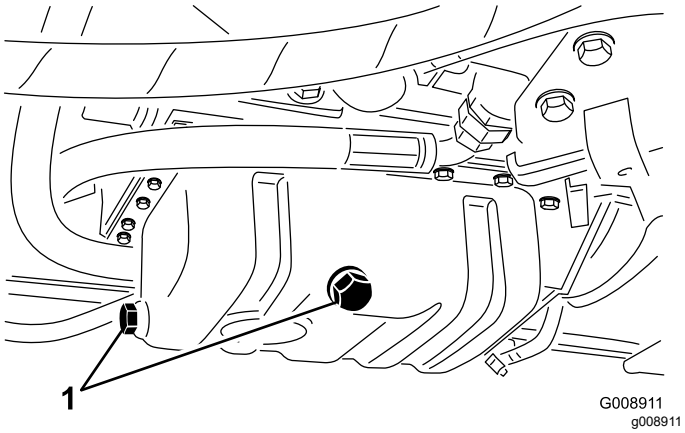

Figur 70
3. Ta bort en av avtappningspluggarna (Figur 70) och låt oljan rinna ned i avtappningskärlet. Sätt tillbaka pluggen när oljan har slutat att rinna.